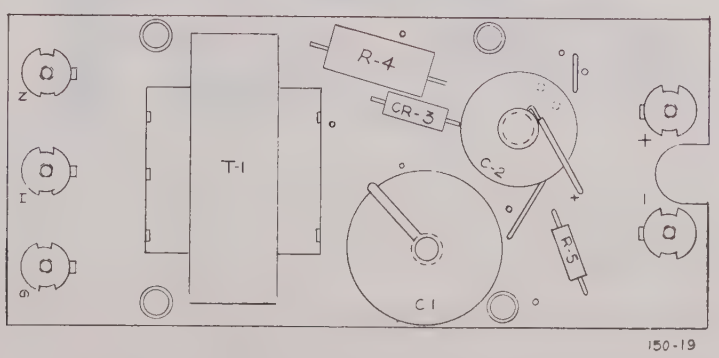

Figure 1. AC-DC voltage unit, component layout diagram
a. **GENERAL.** For field service, voltage and resistance checks are given below. Replace defective components with equivalent components having the same tolerances. Component locations on the printed wiring board are shown in figure 1.